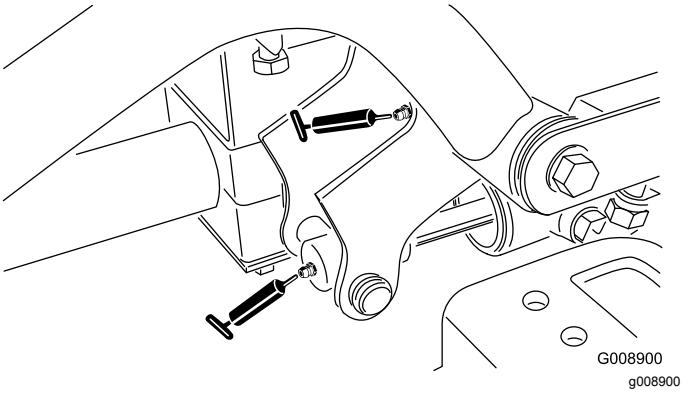

Figura 38
- 2 perni del braccio di sollevamento anteriore destro e cilindro di sollevamento (Figura 38)